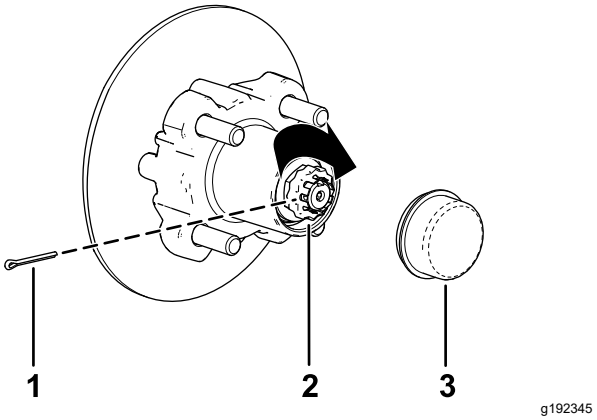

Rysunek 37
8. Załóż na nakrętkę element ustalający i ustaw wycięcie w elemencie ustalającym tak, aby wypadało równo z otworem w osi w celu włożenia zawleczki (Rysunek 37).
9. Załóż zawleczkę i zagnij wypustki na elemencie ustalającym (Rysunek 37).
10. Załóż na piastę pokrywkę przeciwpyłową (Rysunek 37).